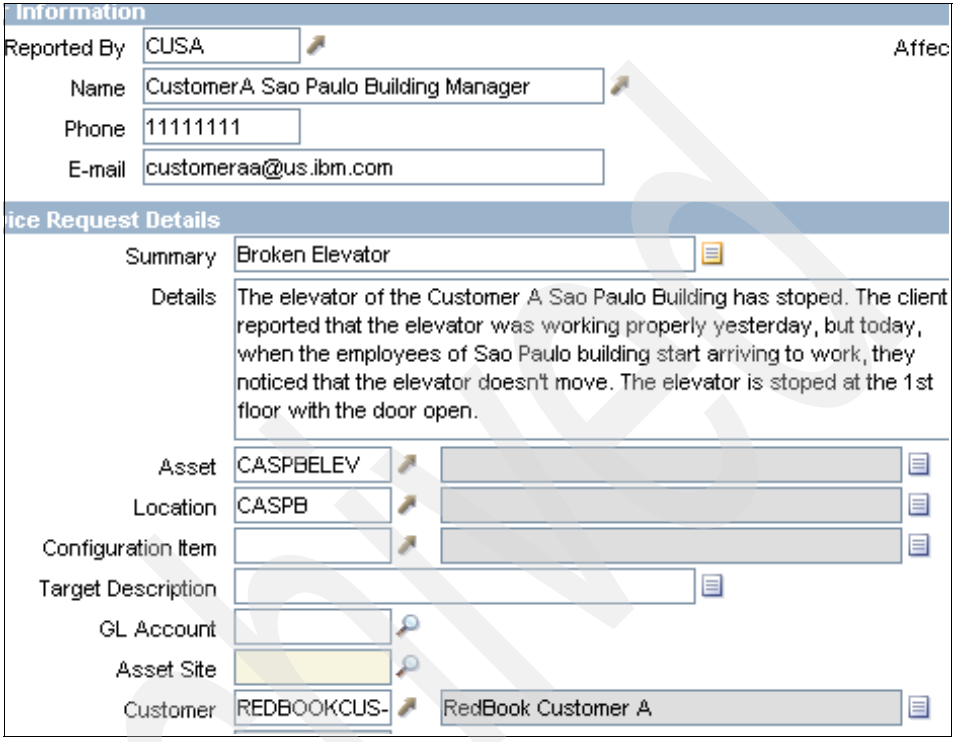
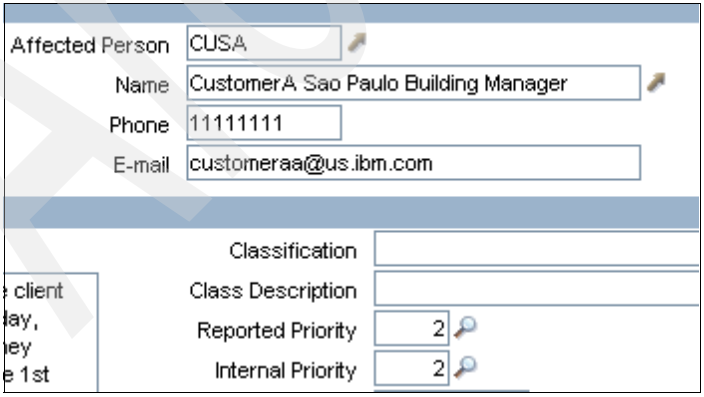

Figure 6-8 Service Request: Details, asset, location and customer details
Figure 6-9 Service Request affected person and priority details
service request is shown in Figure 6-8 and Figure 6-9. You can access the Service Request (SP) application by selecting **Go To** → **Service Desk** → **Service Request (SP)**.